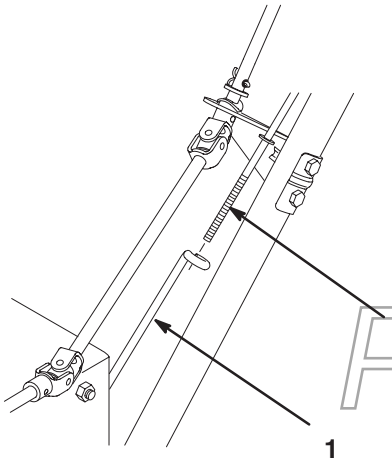

Bild 3
3. Halten Sie die linke Seite des Griffelements in der Installationsposition und stecken Sie die obere Fahrantriebsstange durch die Öse in der unteren Fahrantriebsstange (Bild 3).